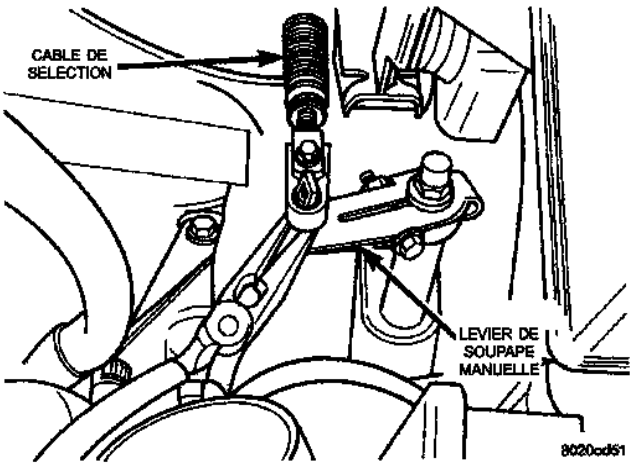

*Fig. 7 Câble de sélection de rapport*
(1) Déposer la fixation du passe-câble de la goupille du levier de commande de la boîte-pont (Fig. 7).